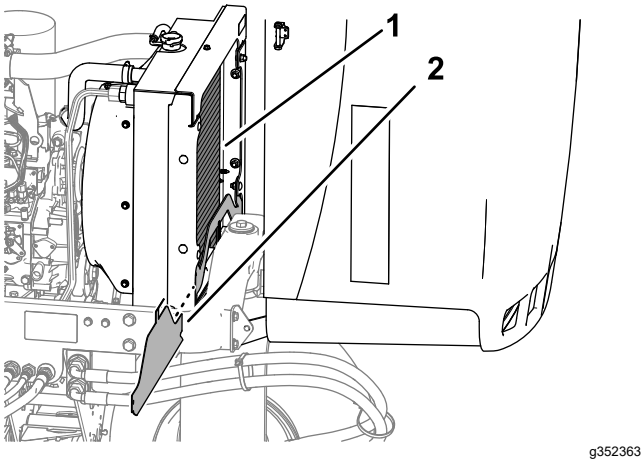

Rysunek 82
4. Zdejmij dolną osłonę chłodnicy (Rysunek 82).
5. Dokładnie oczyść obie strony chłodnicy wodą albo sprężonym powietrzem (Rysunek 82).